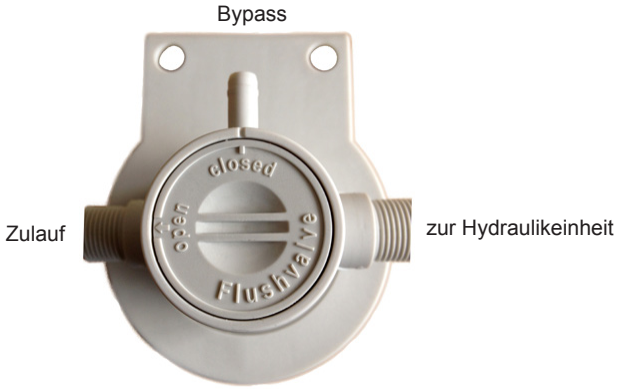

Abb. 17: Ventil auf "Durchfluss" einstellen (Betriebsstellung)
12. Stellen Sie das Ventil am WAB-Kopf so ein, dass "open" auf den "Zulauf" zeigt (siehe *Abb. 17*).